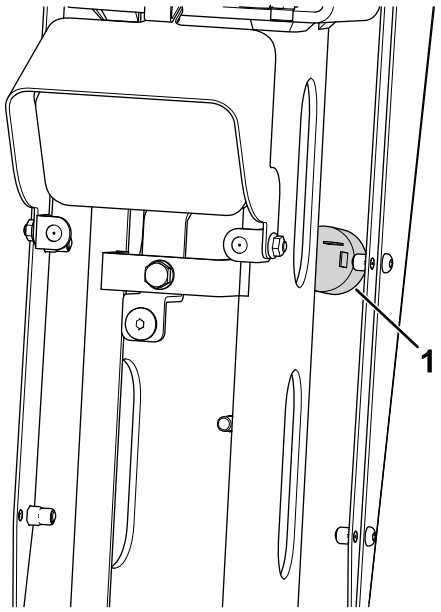

Figuur 16
5. Verwijder de plug en plaats het alarm op het achterste paneel van de stuurkolom (Figuur 16).